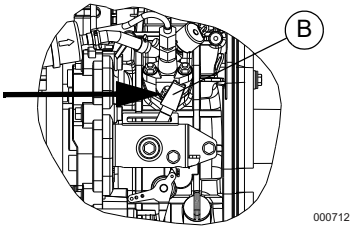

Figure 3-3.Engine Control Lever
5. See ***Figure 3-3***. Switch engine control lever to Run (B).
To re-start engine, the engine control lever must be moved to Run (B). See ***Figure 3-3***.